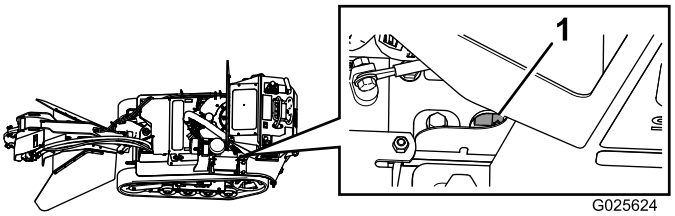

**Figur 40**
**Obs:** Bränslekranen kan också kommas åt genom ramen bakom batteriet (Figur 40).